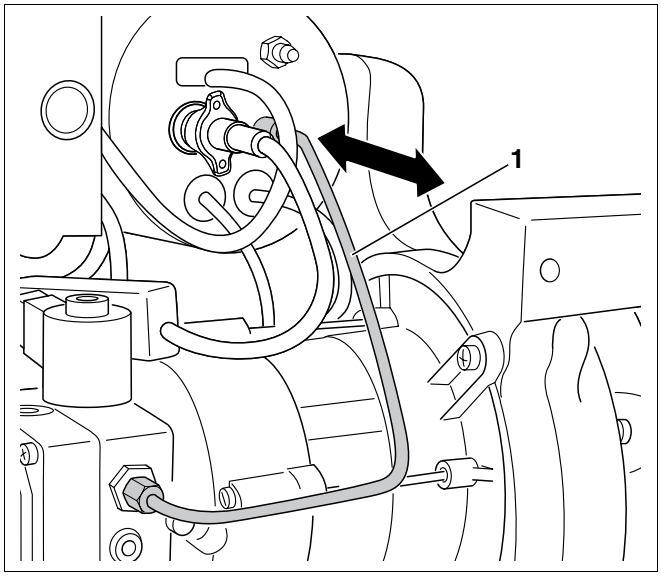

Fig. 55 Verificare la posizione corretta del sistema di miscelazione
- Sfilare la linea di alimentazione gasolio (fig. 55, **pos. 1**) di circa 5 mm come mostrato nella figura e poi rilasciare.